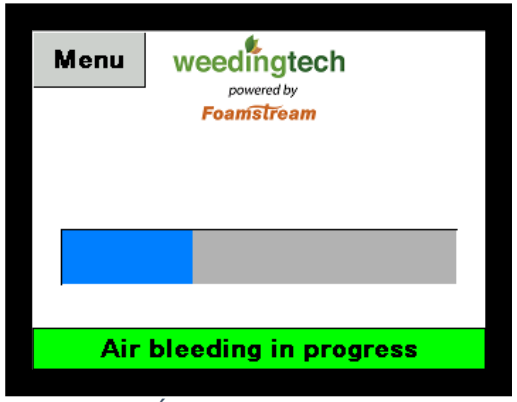

Figure 14 - Écran de prélèvement du PLC
- ✓ Une fois que le bouton « 1 » ou « 2 » a été enfoncé, l'écran de prélèvement représenté à la Figure 14 s'affiche.